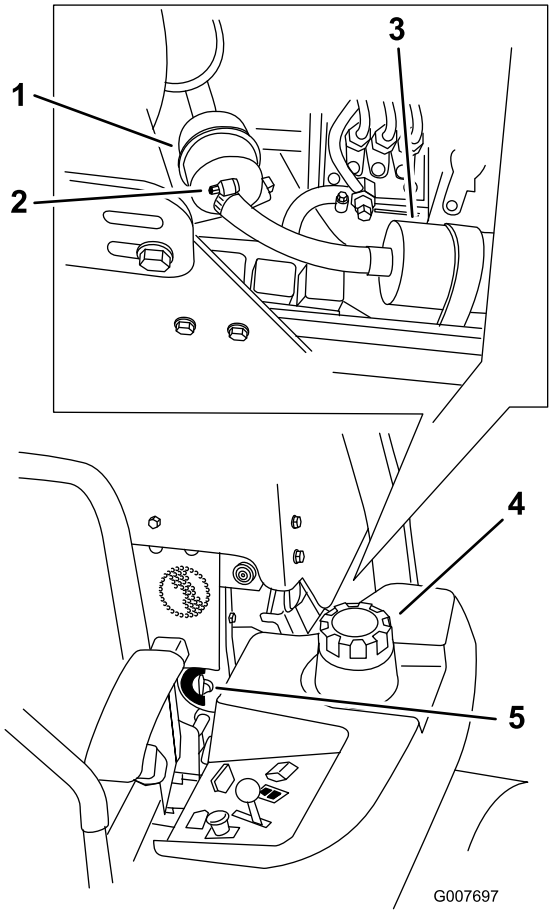

**Figuur 52**
4. Sluit de brandstofafsluitklep(Figuur 52).
5. Maak de slangklemmen los en ontkoppel de brandstofslangen van het brandstoffilter (Figuur 52).
6. Plaats een nieuw filter. Sluit de brandstofslangen aan op het brandstoffilter en monteer de slangklemmen (Figuur 52).